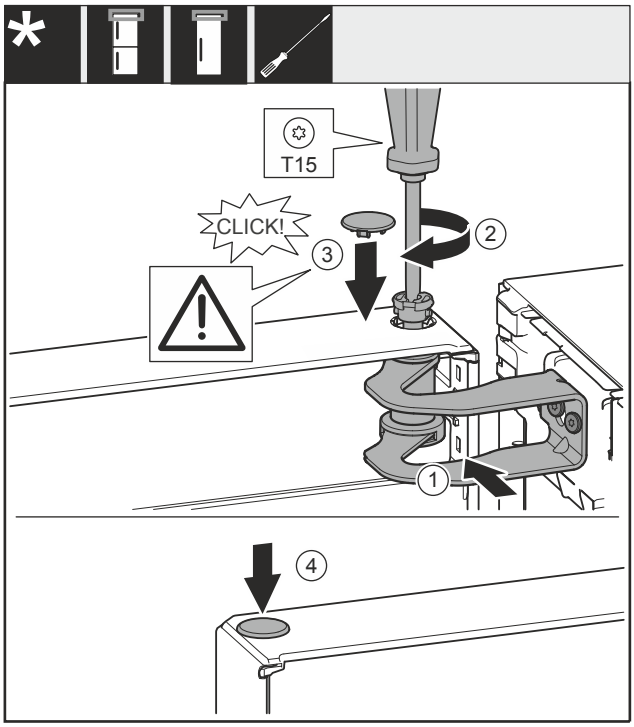

*Fig. 25*
- ▶ Dveře vyrovnejte s otvorem ve stojanu ložiska *Fig. 25 (1)*.
- ▶ Vložte čep *Fig. 25 (2)* a pevně jej utáhněte šroubovákem.
- ▶ Nasaďte kryt *Fig. 25 (3)*.
- ▶ Zkontrolujte, zda kryt *Fig. 25 (3)* doléhá na dveře.
- ▶ Nasaďte kryt *Fig. 25 (4)*.